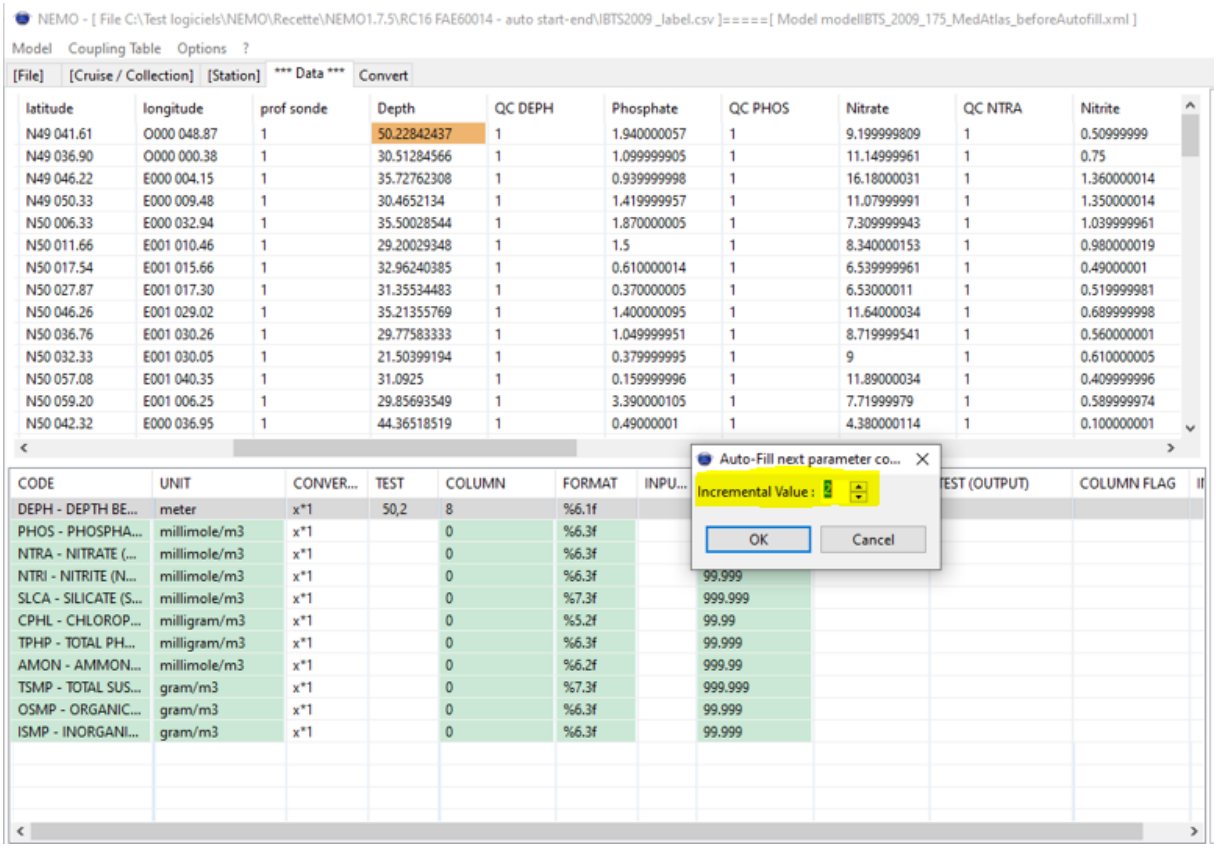

Figure 26 – Data screen – Auto-Fill next parameter column window
- Choose 1 if the parameter columns are every column in the input file, and choose 2 if the parameter columns are every 2 columns in the input file like in the example of Figure 26